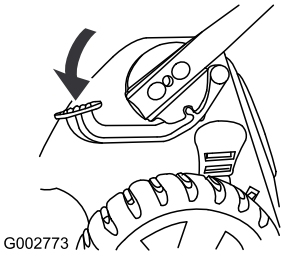

Figur 49
3. Når plæneklipperen står på en plan flade, motoren kører og kniven er indkoblet, skal du sprøjte en vandstråle ind foran det højre baghjul (figur 49).
1. Træd fodpedalen ned og hold den nede (Figur 49).